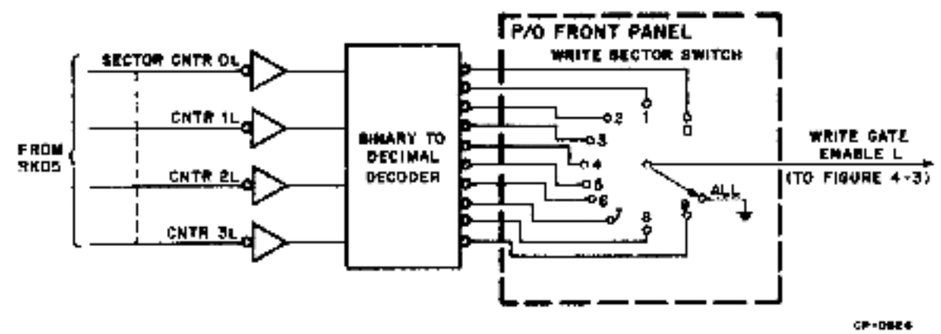

Figure 4-2 Sector Decoder and Write Section Switch Diagram
4.3.1.1 Sector Decoder and Write Sector Switch – The sector decoder (Figure 4-2) decodes the SECTOR CNTR (0–3) inputs and asserts one of ten lines to the Write Sector switch. When the sector decoded corresponds to the position of the Write Sector switch, the WRITE GATE ENABLE L line asserts. If the Write Sector switch is set to ALL, WRITE GATE ENABLE L is always asserted.